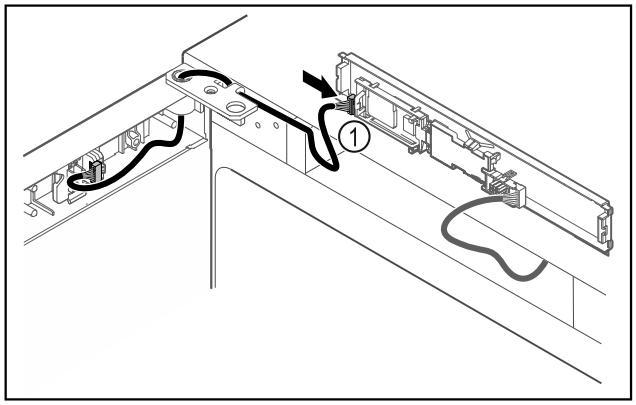

Fig. 43
▶ Brancher le connecteur *Fig. 43 (1)* sur la platine.